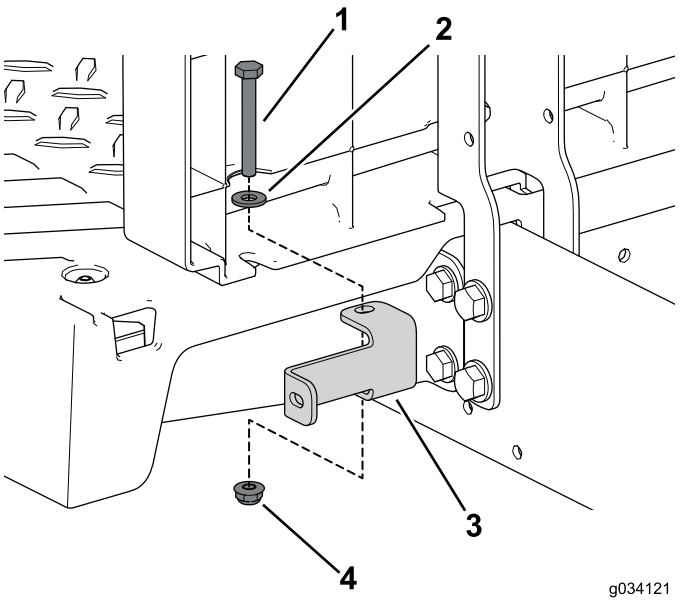

Figura 41
6. Utilizzate i 2 bulloni (¼ x 2"), la rondella e il dado di bloccaggio per fissare la staffa del pannello di sinistra e destra alla macchina (Figura 41).